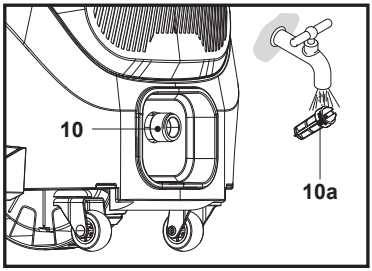

Fig. 24
2. Retire el filtro de malla (10a) del conector de entrada de agua (10) y enjuáguelo bajo el grifo para eliminar cualquier objeto extraño (Fig. 24). A continuación, vuelva a instalar el filtro de malla (10a).